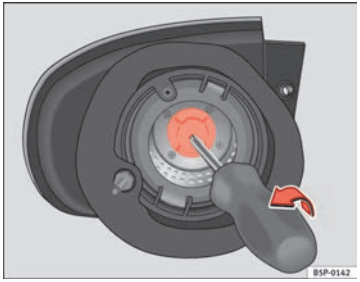

Abb. 199 Blinklicht
– Nehmen Sie den Lampenträger des Blinkers mit einem Schraubendreher in Pfeilrichtung heraus ⇒ Abb. 199.